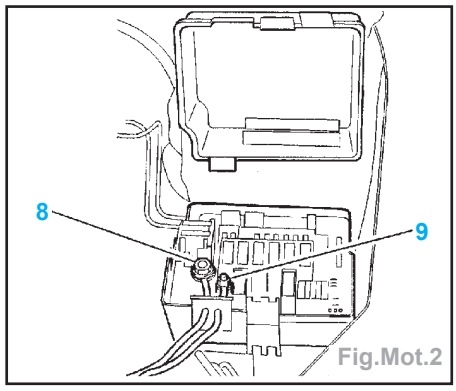
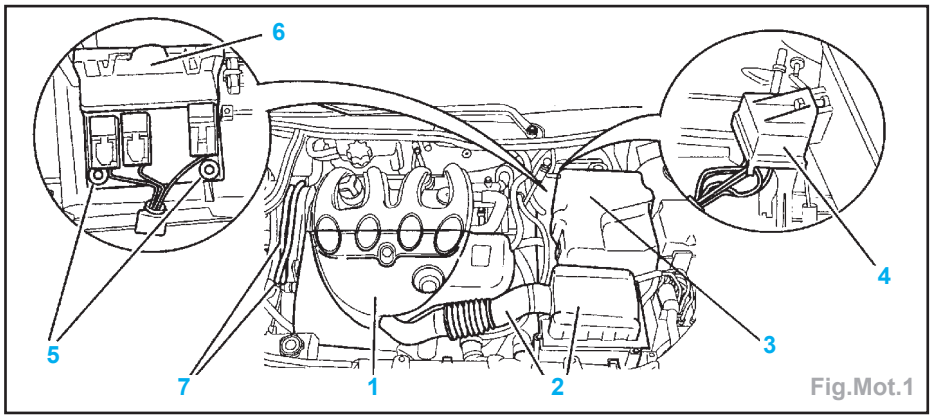

Fig.Mot.2
Fig.Mot.1
- Déposer (Fig.Mot.1) :
- le cache-style (1),
- l'ensemble filtre à air/raccords (2),
- la batterie et son bac (3),
- le boîtier de préchauffage (4),
- les 2 vis (5),
- la boîte à relais (6),
- les raccords carburant (7),
- Débrancher les câbles (8) et (9) (Fig. Mot.2).